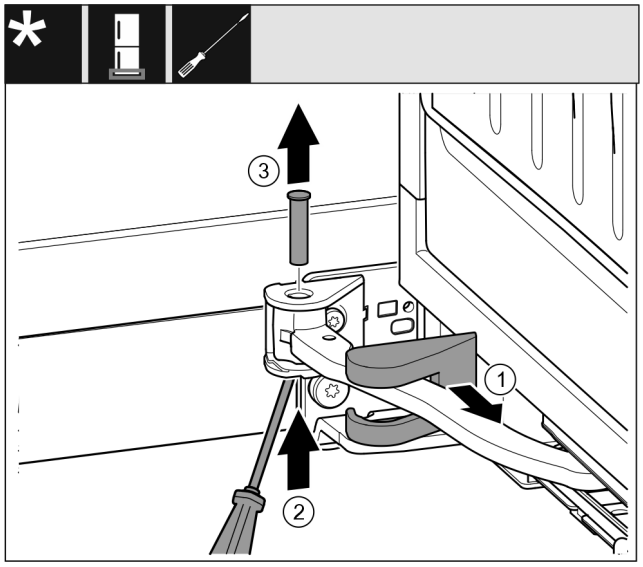

Fig. 19
- ▶ Lagerbockabdeckung *Fig. 19 (1)* abziehen und entlang des Gelenks verschieben.
- ▶ Bolzen *Fig. 19 (2)* mit Schraubendreher von unten anheben.
- ▶ Bolzen *Fig. 19 (3)* von oben herausziehen.